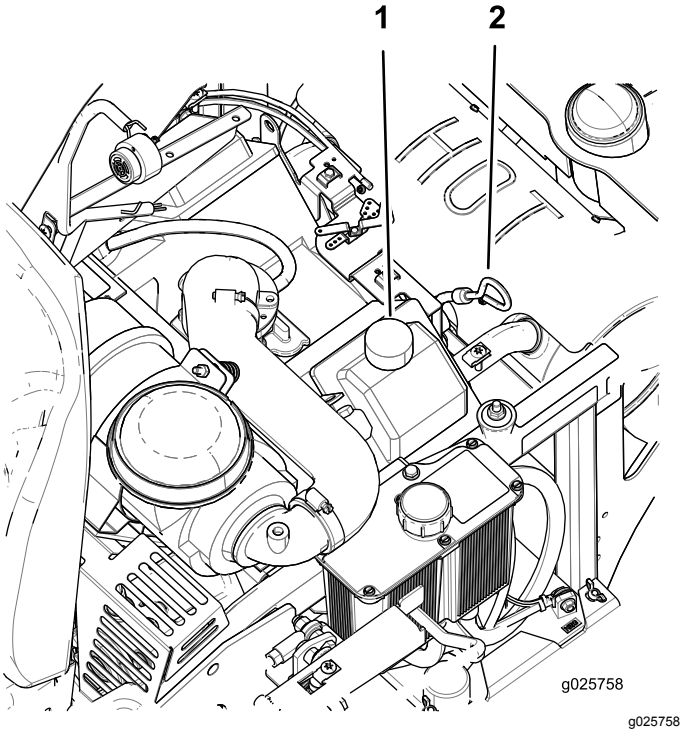

Figur 38
5. Rengjør området rundt peilestaven (Figur 38).
9. Hvis oljenivået er lavt, tørk området rundt oljelokket, fjern lokket og fyll på til **full**-merket på peilestaven (Figur 38).
4. Hell langsomt cirka 80 % av den spesifiserte oljen ned i påfyllingsrøret, og tilfør sakte resten av oljen til den når **Full**-merket på peilestaven (Figur 38).
5. Start motoren og kjør til et flatt område. Kontroller oljenivået på nytt (Figur 38).